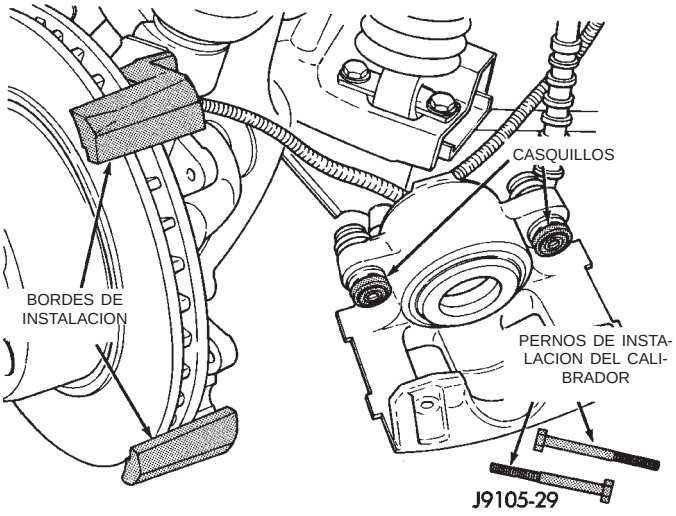

Fig. 28 Puntos de lubricación del calibrador
(1) Limpie con un cepillo de alambre los bordes de instalación de la zapata de freno y aplique luego una ligera capa de grasa Mopar multikilometraje a las superficies (Fig. 28).